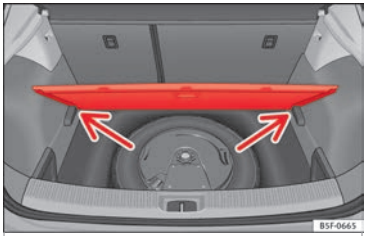

Fig. 179 Maletero: piso variable
- Apoye el piso sobre los alojamientos previstos para tal uso ››› **fig. 179** (flechas).